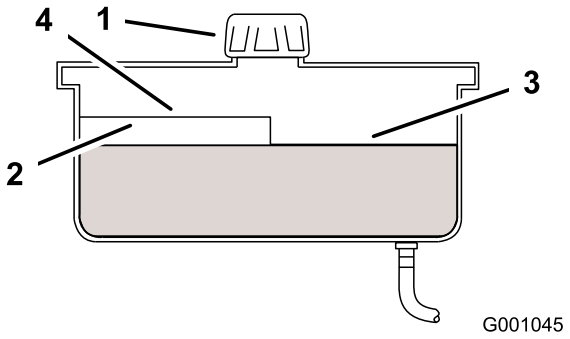

Rysunek 75
2. Oczyść obszar wokół szyjki wlewu zbiornika hydraulicznego (Rysunek 75).
3. Odkręć korek szyjki wlewu. Zajrzyj do szyjki, aby sprawdzić, czy w zbiorniku jest olej (Rysunek 75).
Informacja: Gdy olej jest gorący, jego poziom powinien przekraczać poziom ciepły na przegrodzie (Rysunek 75).